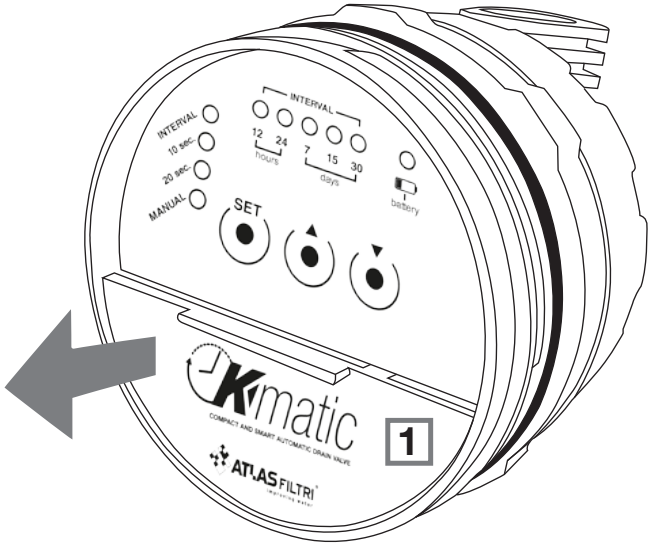

figuur 1
- Open het batterijvak (1) door het deksel in de onderste helft van de voorkant van de programmeereenheid te verwijderen (figuur 1)